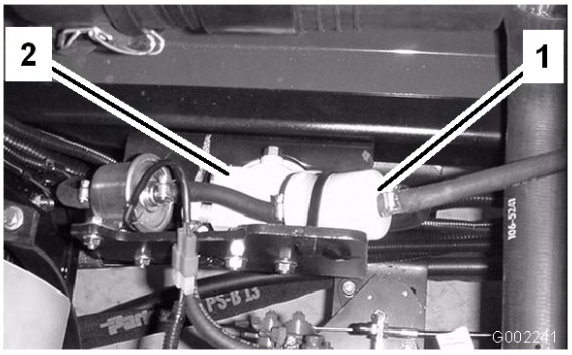

Figur 44
4. Lossa på slangklämmorna och skjut bort dem från filtret (Figur 44).